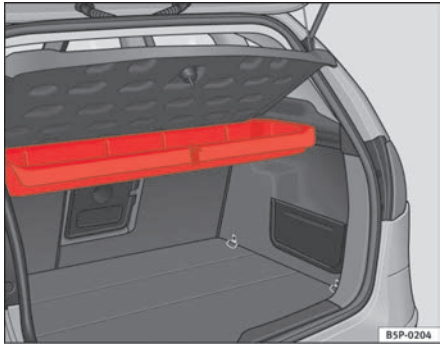
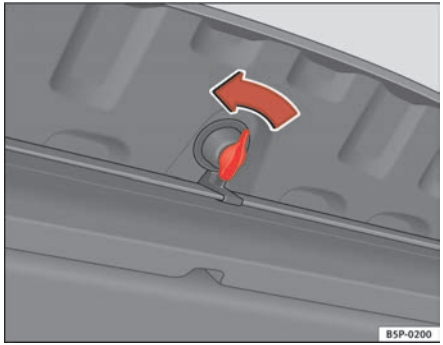

Fig. 121 Warning triangle storage under the rear cover
Fig. 122 Opening the storage compartment
The warning triangle* is located in a stowage box under the luggage compartment cover ⇒ fig. 121. To open this storage compartment, turn the knob* 90° ⇒ fig. 122.
– Open the storage compartment by turning the knob* 90° ⇒ page 149, fig. 122.